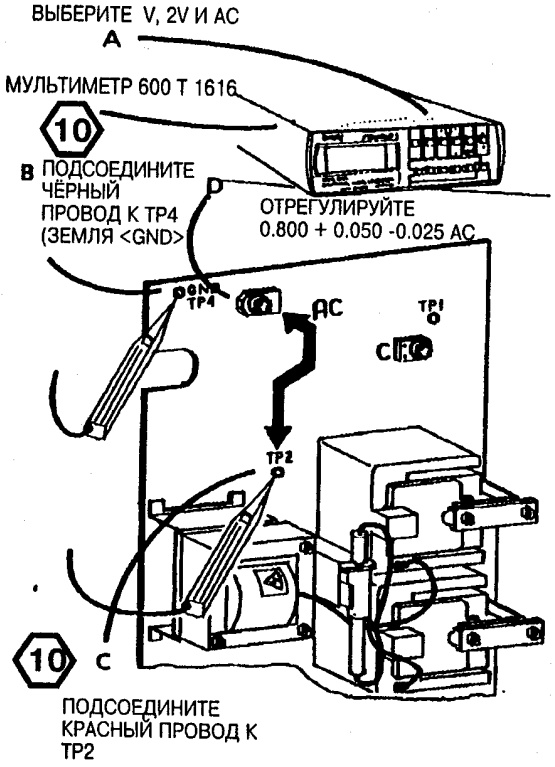

Рис. 4. Отрегулируйте напряжение коротрона снятия заряда
11. (Рис. 4): Отрегулируйте напряжение коротрона снятия заряда.